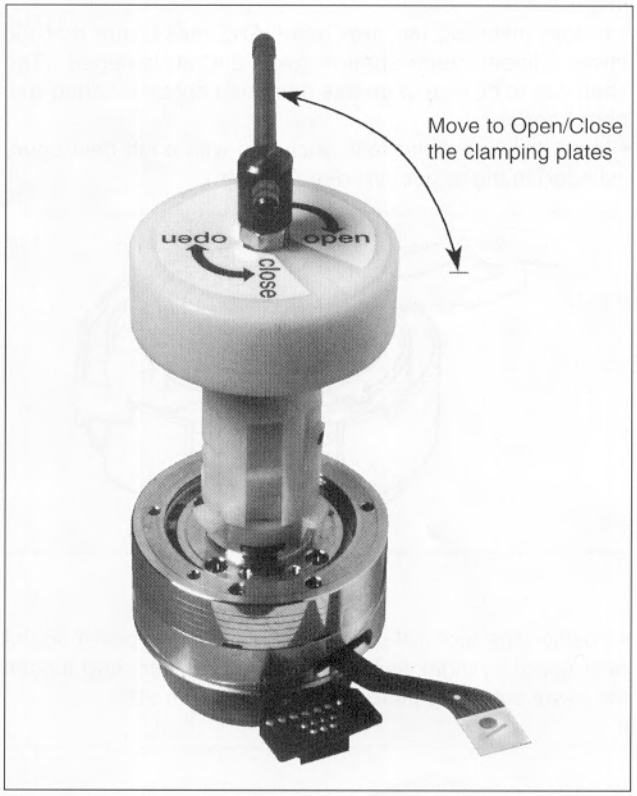

Fig. M4
• Position the upper tool's arm in the closed position, then place it on the upper clamping plate through the three holes. Turn the tool's arm 90° to the open position and remove the upper clamping plate from the upper cylinder (fig. M4).
• Position the tool evenly on the head disc, and fix the clamping element by bringing the arm to the "CLOSED" position (see fig. M4)